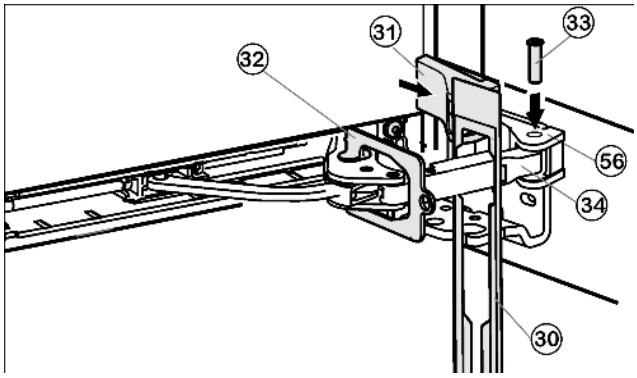

Fig. 20
- ▶ Blende *Fig. 20 (30)* auf den Dämpferbügel einhängen, so dass die Rasthaken nach vorne zeigen und die Vorderseite zum Gerät.
- ▶ Dämpferbügel *Fig. 20 (34)* zum Lagerteil *Fig. 20 (56)* hinziehen und Bolzen *Fig. 20 (33)* von oben einstecken, so dass der Vierkant in der Vertiefung sitzt.
- ▶ Abdeckung *Fig. 20 (31)* aufsetzen und einrasten.
- ▶ Sicherung *Fig. 20 (32)* durch Verdrehen abnehmen.
- ▶ Blende *Fig. 20 (30)* an der Tür aufrasten.